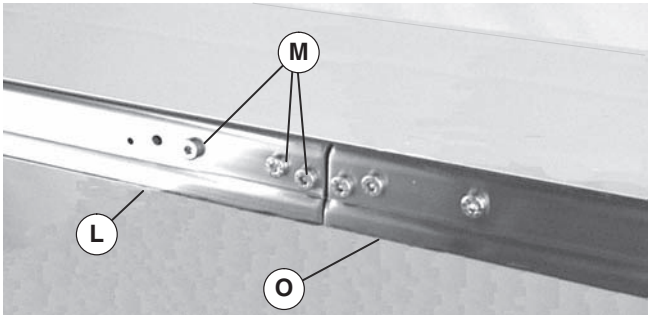

Figure 7
5. Join conveyor sections (Figure 7, item L and O). Install screws (M) through frame and into connector bar (N) on both sides. Tighten screws to 60 in-lb (7 Nm).